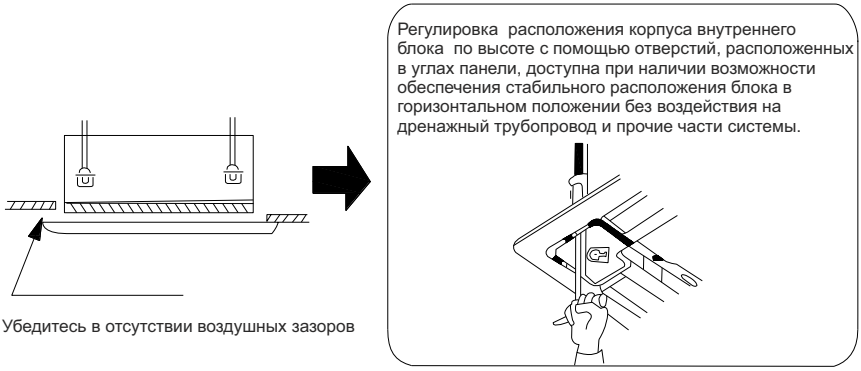

Рис. 4.34
(3). Если зазор между потолком и декоративной панелью сохраняется после закручивания винтов отрегулируйте высоту внутреннего блока. (Рис. 4.34)